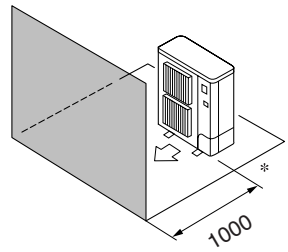

Fig. 3-8
④ Hindernisse nur auf der Vorderseite (Fig. 3-8)